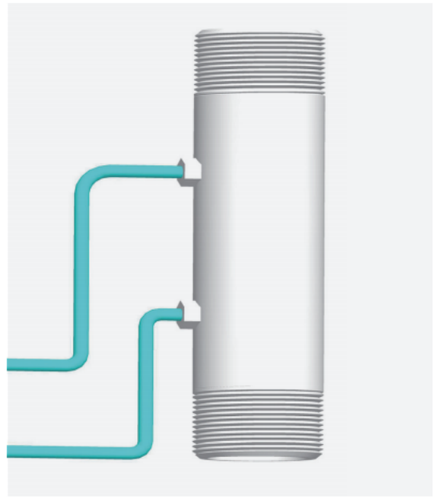

Figure 5 The 3/4" Injection pipe
1. For installation on a 3/4" steam output pipe, please connect the steam pipe to the 3 /4" Injection pipe directly as shown in figure 5.
2. For installation on a 1/2" steam output pipe, please use a 1/2"to 3/4" convector between the steam pipe and 3/4" injection pipe as shown in figure 5.